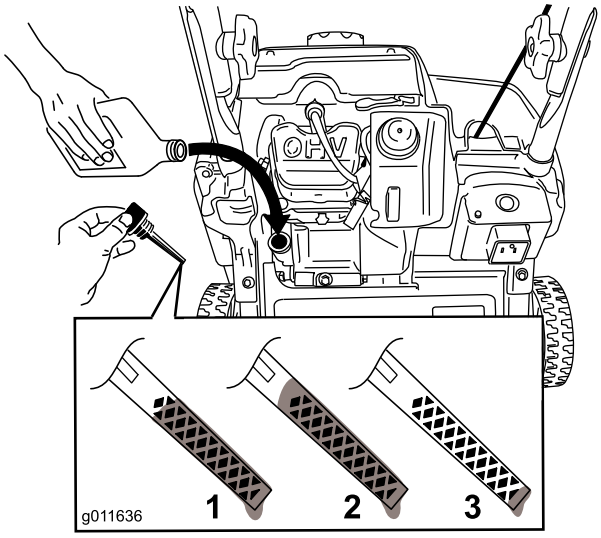

**Rysunek 7**
**Informacja:** Aby ustalić prawidłowy poziom oleju na wskaźniku, patrz Rysunek 7.
**Informacja:** Napełniaj olejem skrzynię korbową silnika do momentu uzyskania prawidłowego poziomu oleju na wskaźniku, jak pokazuje Rysunek 7. Jeśli wlejesz zbyt dużo oleju do silnika, usuń nadmiar zgodnie z opisem w punkcie Wymiana oleju silnikowego.